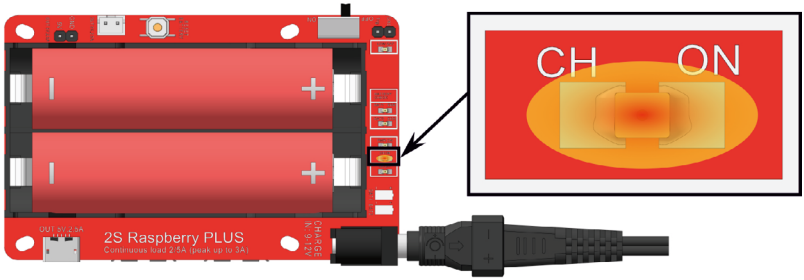
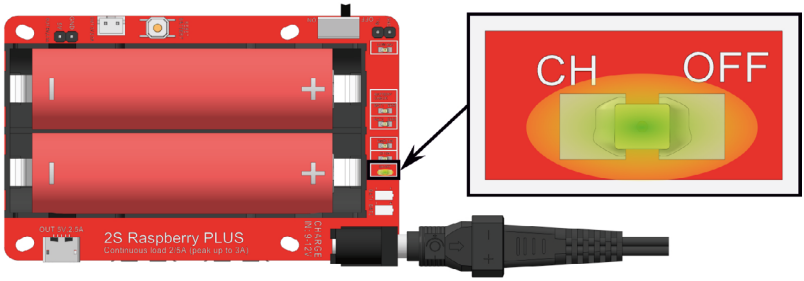

Рис. 3.3
Рис. 3.4
2. Особенностью работы модуля является то, что при отсутствии аккумуляторов в батарейном отсеке он переходит в заблокированное состояние и находится в нем до тех пор, пока не будет разблокирован. В заблокированном состоянии питание на выходы модуля не подается даже если батареи установлены правильно и полностью заряжены. Поэтому каждый раз, когда меняются или извлекаются и снова устанавливаются элементы питания, требуется выполнять разблокировку. Осуществляется она путем подачи напряжения 9-12 В от внешнего блока питания на разъем для зарядки либо путем нажатия на кнопку RESET BATTERY. Если разблокировка осуществлялась подачей напряжения на разъем питания, то сразу после разблокировки включится красный индикатор заряда батарей CH ON, если они недостаточно заряжены (Рис. 3.3), или зеленый индикатор CH OFF в случае достаточного уровня их заряда (Рис. 3.4).